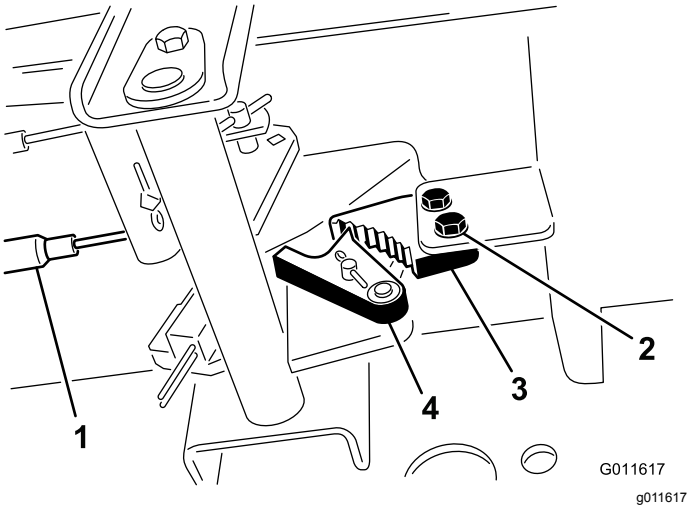

Figur 64
1. Løsne de to skruene som fester parkeringsbremsespaken til rammen (Figur 64).
2. Trykk parkeringsbremsepedalen fremover til bremsesperrehaken aktiveres fullstendig på bremsesperren (Figur 64).